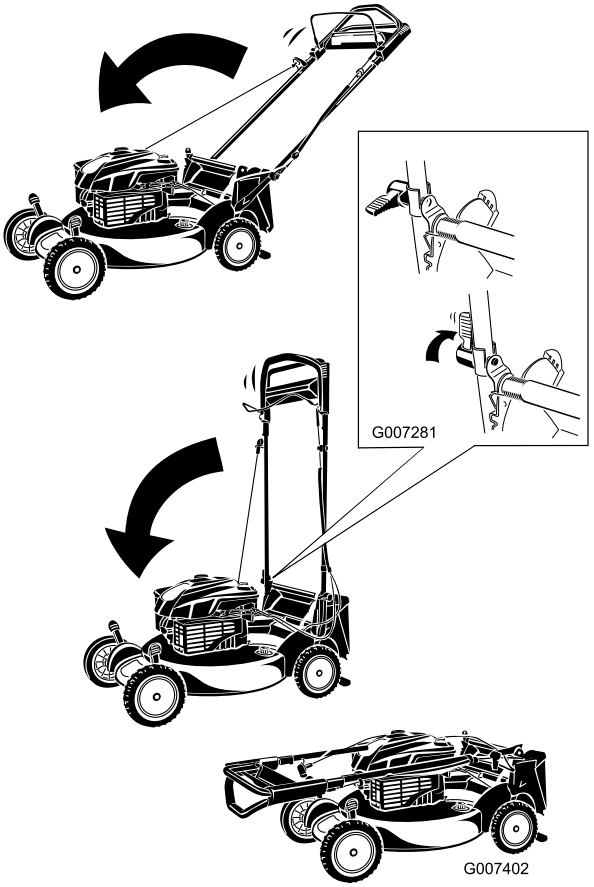

Figur 43
1. För handtaget framåt (Figur 43).